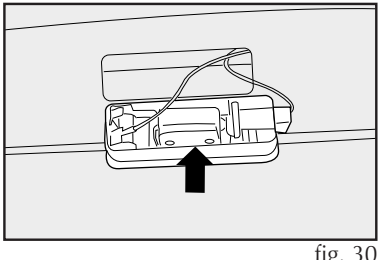

fig. 30
2) Quite el reflector del portalámparas, ejerciendo presión con un destornillador en el punto indicado por la **flecha-fig. 30** y tirando del reflector.